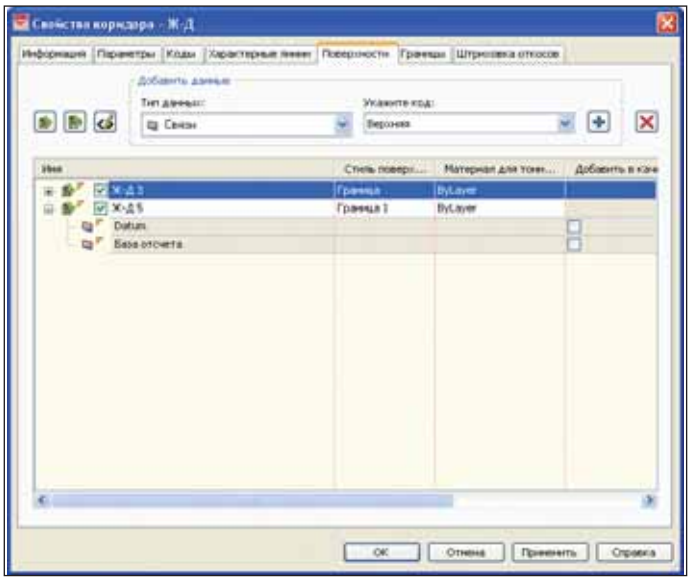

Рис. 9. Добавление поверхностей в свойствах коридора по связям
2. *Построение поверхности по связям*. В качестве исходных данных для построения поверхности выбираем коды связей (звеньев). Например, для создания поверхности по земляному полотну нужно выбрать коды Datum и База отсчета (рис. 9).